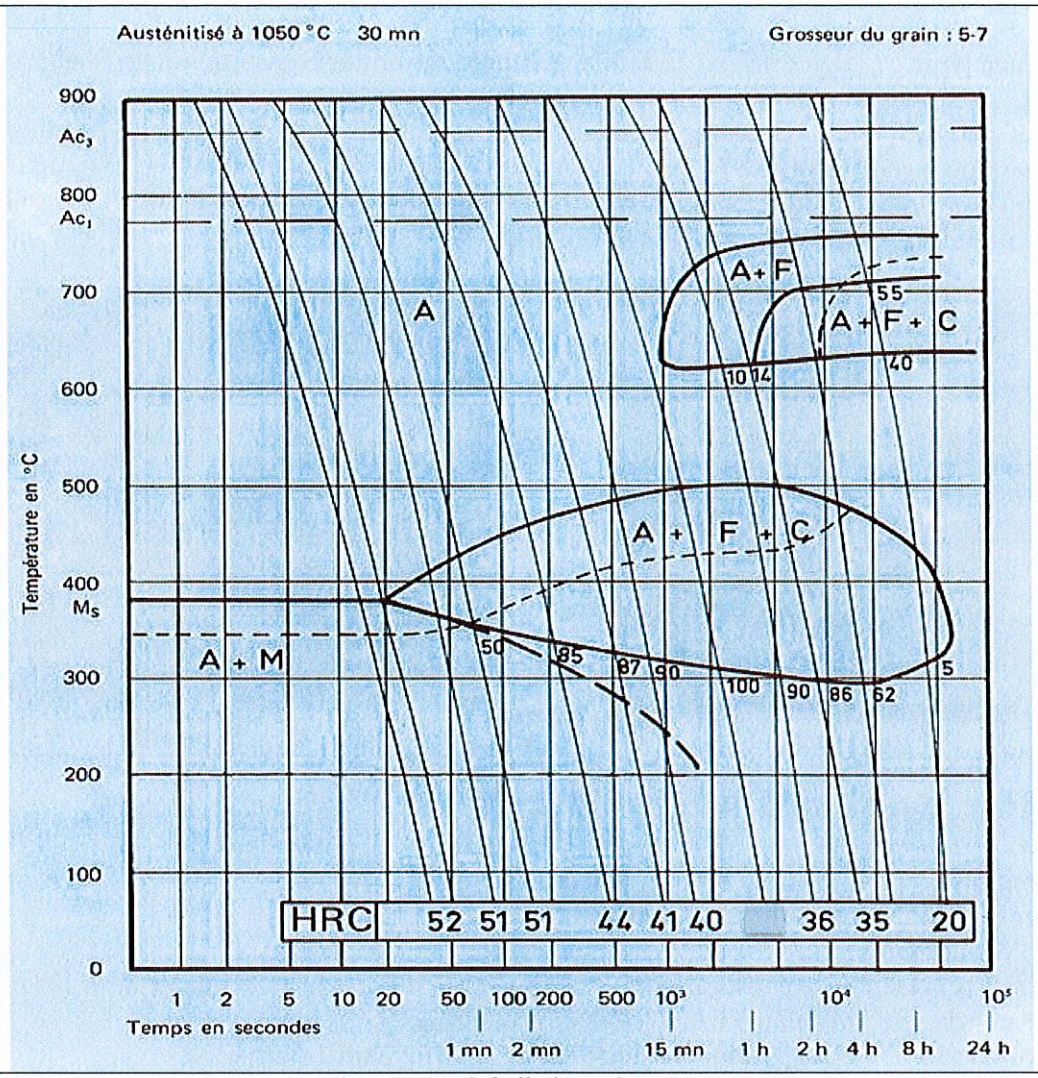

Figure 2 : TRC de l'acier 21CrMoV5-7
- ❑ Identifier les différents domaines du TRC de la Figure 2.
- ❑ Décrire la micrographie ci-dessous obtenue après un polissage et une attaque au NITAL en utilisant la TRC de la figure 2.